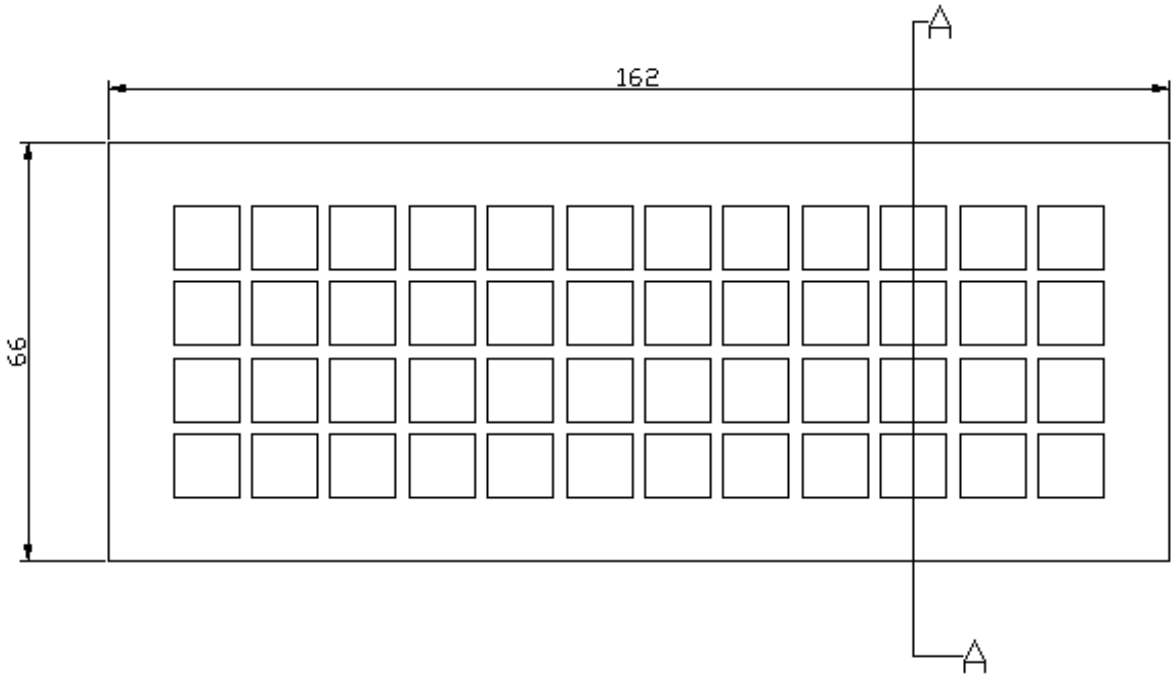

FIGUUR 1
2.1 Teken, op skaal 1:1, die bo- en deursneeaansigte van die reghoekige rooster wat in FIGUUR 1 in die aangehegte DIAGRAMBLAD getoon word: